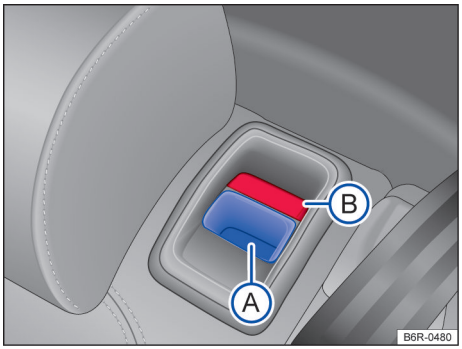

Fig. 62 Banco traseiro: botão de destravamento Ⓐ; marca vermelha Ⓑ.
– Puxar o botão de destravamento → Fig. 62 Ⓐ para frente e, ao mesmo tempo, rebater o encosto do banco traseiro para frente. ▶
- A marca vermelha no botão → Fig. 62 Ⓑ sinaliza que o encosto do banco não está travado. Verificar sempre se a marca vermelha não estará visível quando o encosto do banco traseiro estiver na posição vertical.